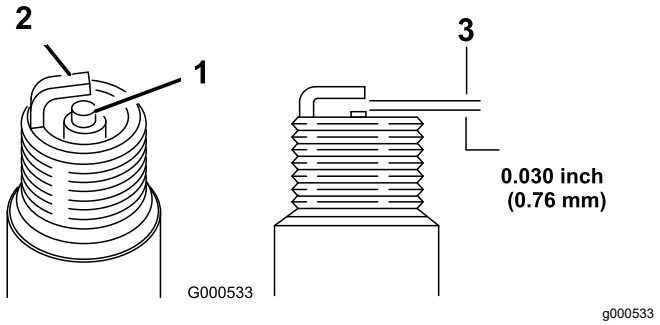

Figura 26
5. Ajuste el espacio entre los electrodos a 0.76 mm (0.030"); consulte Figura 26.